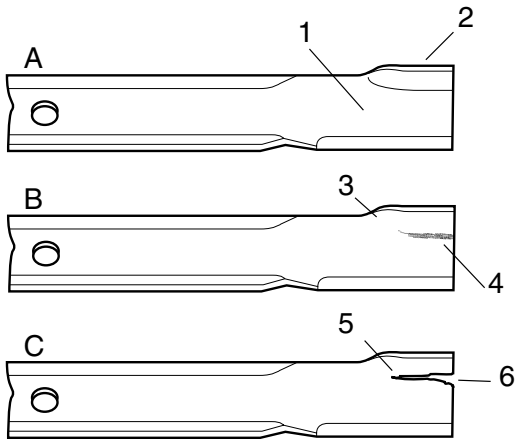

Afbeelding 19
2. Controleer de snijranden van het mes nauwkeurig, vooral op de plek waar het vlakke gedeelte van het mes overgaat in een gebogen stuk (Afb. 19 A). Omdat zand en schuurmiddelen het metaal waar het rechte deel van het mes overgaat in een gebogen deel kan doen wegslijten, moet het mes worden gecontroleerd voordat de maaimachine gebruikt wordt. Indien er slijtage zichtbaar is (Afb. 19 B), moet het mes worden vervangen.
Indien het mes verder slijt, zal zich een gleuf vormen tussen het opstaande randje en het platte gedeelte van het mes (Afb. 19 C). Uiteindelijk kan er een stuk van het mes afbreken en van onder de maaierbehuizing vandaan geworpen worden, hetgeen mogelijk uzelf of omstanders ernstig kan verwonden.